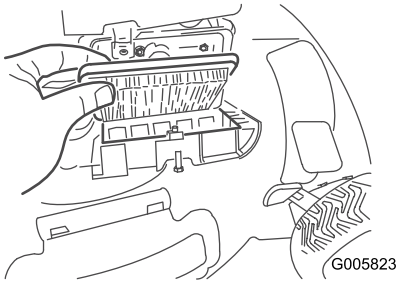

Figur 21
1. Bruk en skrutrekker til å åpne luftfilterdekselet (Figur 21).